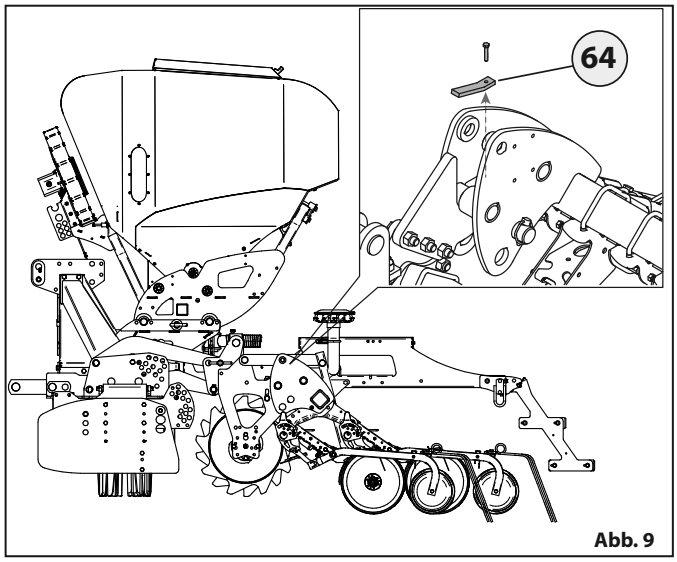

Abb. 9
- Die Platten 64, mit denen die Säschiene blockiert ist, abnehmen „Abb. 9“.